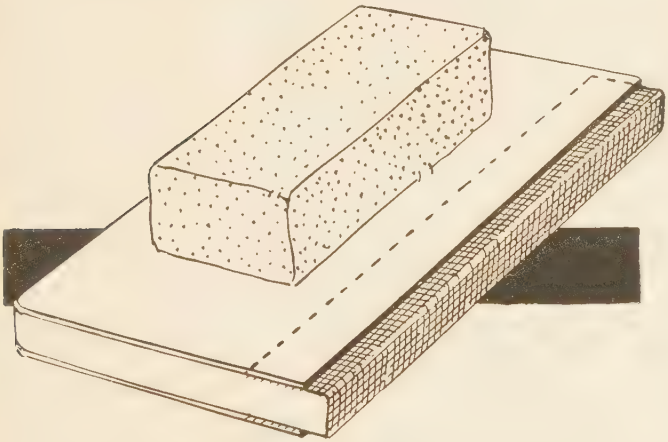

FIG. 234—BOOK LINED UP ON BACK WITH CRASH AND GLUE. USE BOARDS AND WEIGHT TO HOLD CRASH FIRM WHILE DRYING
11. Cut a piece of crash 6″ long by 2″ wide. While book is still in position on edge of table, glue up again, affix crash over back extending evenly on both sides, nearly to head and tail of book. Draw crash snugly over onto linings and slip it under protection boards to hold it in position while drying. Glue *over* crash with a *light* coating of flexible glue. (Fig. 234.)